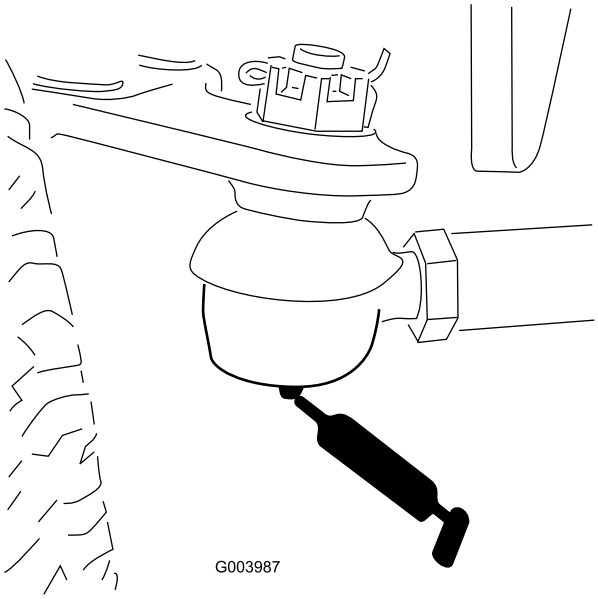

Figur 46
- Bakaxelns dragstång (2) (Figur 46)